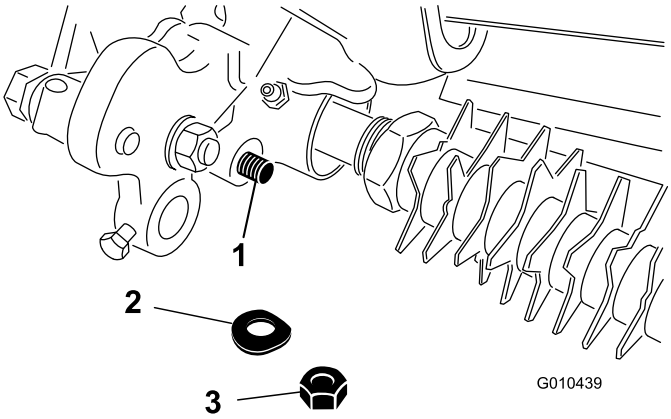

Figur 31
4. Fjern låsemøtrikken og fjederspændeskiven, der fastgør klippehøjdeenhedens stangende på trimmerens drivenhed (Figur 31).